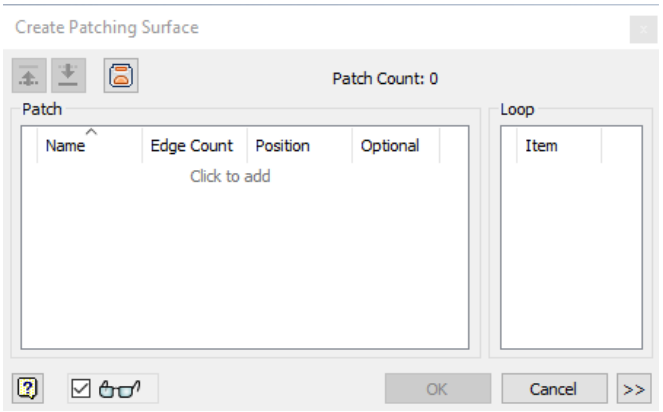

Figure 19-53 *The* ***Create Patching Surface*** *dialog box*
1. Choose the **Create Patching Surface** tool from the **Parting Design** panel in the **Core/Cavity** contextual tab of the **Ribbon**; the **Create Patching Surface** dialog box is displayed, as shown in Figure 19-53.